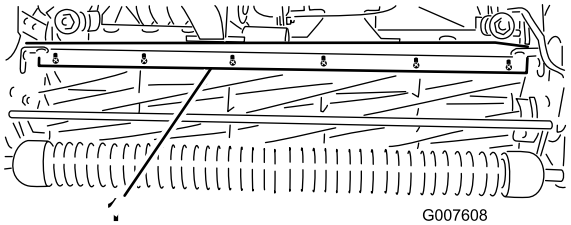

Figuur 52
1. Draai de schroeven los waarmee de bovenbalk (Figuur 52) is gemonteerd aan het maaidek.